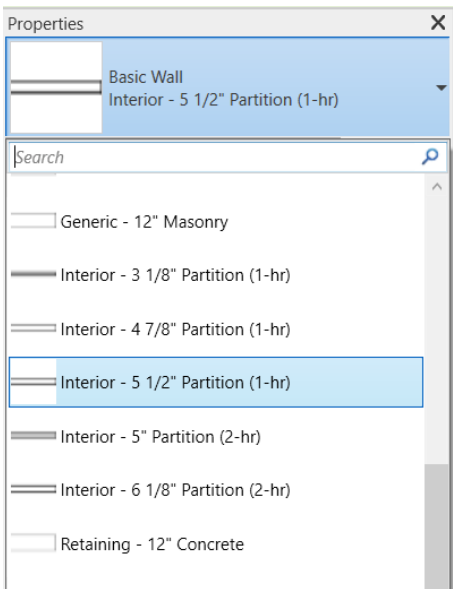

Figure 3-80 *Selecting the interior wall type from the* ***Properties*** *palette*
2. Select the required option from the **Type Selector** drop-down list in the **Properties** palette, as shown in Figure 3-80.